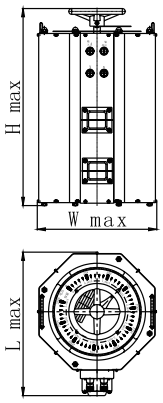

Fig. 2
6.2 TDGC2J outline dimensions are shown in Fig. 2;